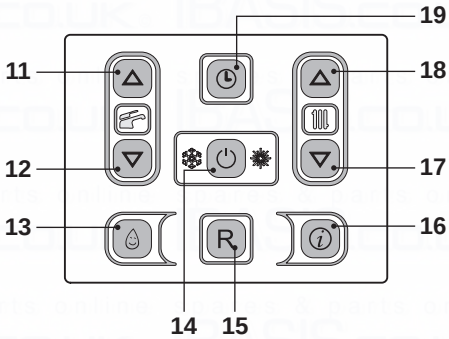
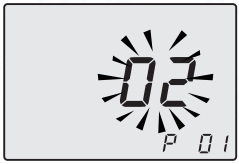
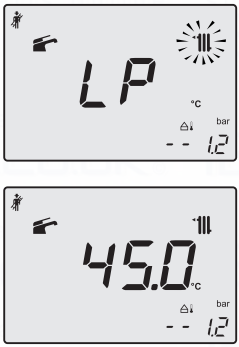
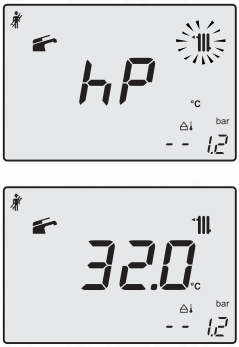

Fig. 9.20
Fig. 9.21
Fig. 9.22
Fig. 9.23
- Enter in "programming mode" by pressing keys 14 - 17 - 18 (Fig. 9.20) for 10 seconds at the same time until the letters **P01** are displayed on the LCD display, indicating that "parameter 01" (Fig. 9.21) has been activated.
- Press keys 17 and 18 (Fig. 9.20) at the same time until the LCD display displays the letters **LP** that alternate with the heating water temperature value (e.g.**45**), indicating the activation of the "chimney sweep function" at minimum output (Fig. 9.22).
- By pressing 18 (Fig. 9.20) it is possible to change power in chimney sweep mode: with the letters **hP** on the LCD display which alternate between the heated water temperature (i.e.**32**), we are in the “chimney sweep function” at the minimum power during heating (Fig. 9.23).
- Press keys 14 - 17 - 18 (Fig. 9.20) at the same time again to exit the "chimney sweep mode" and return to the previously set boiler status (Fig. 9.26).